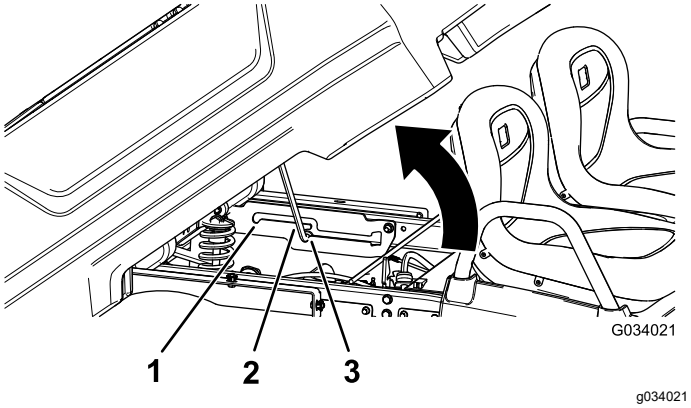

Figur 12
2. Træk støttepinden ind i aflæsningspositionens forsænkede åbning for derved at fastgøre ladet til aflæsning (Figur 12).
2. Træk støttepinden ind i servicepositionens forsænkede åbning for derved at fastgøre ladet til vedligeholdelse (Figur 12).
2. Træk støttepinden ud af den forsænkede åbning (Figur 12).